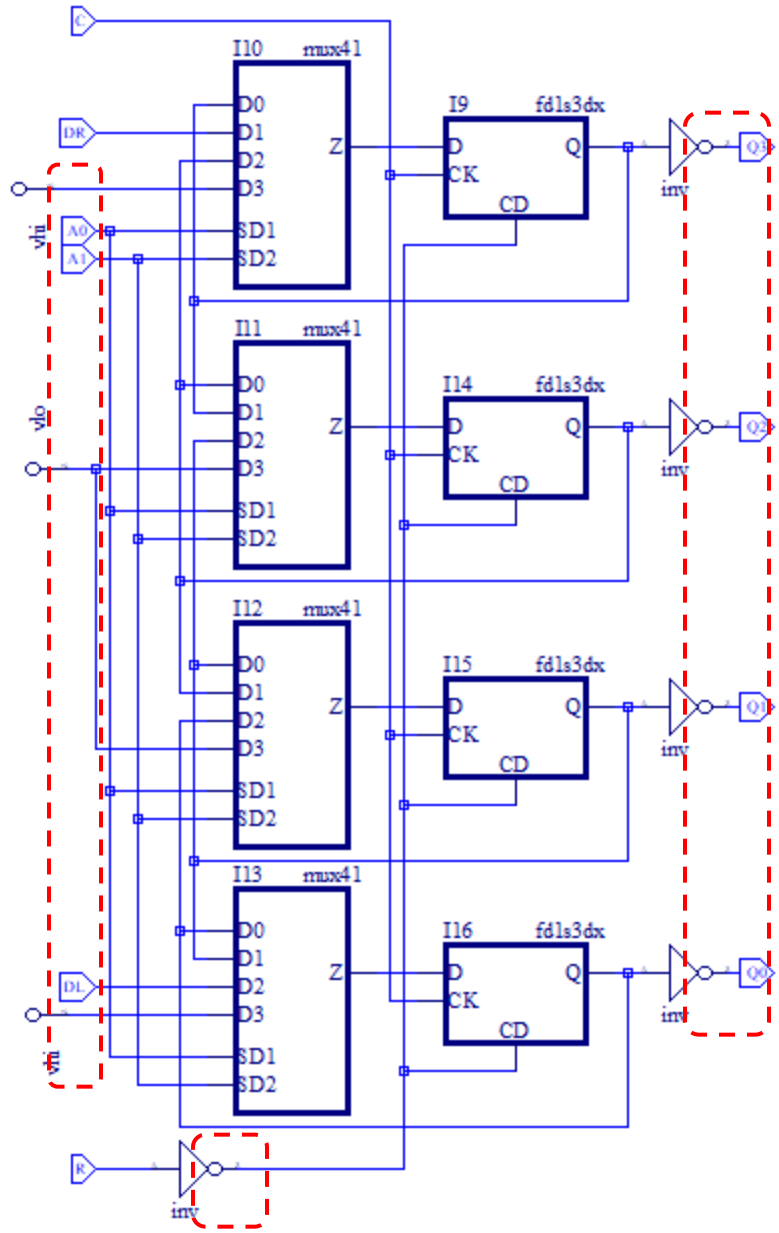

Figure 5: Schematic of the Universal Displacement Register ready for upload to PLIS
- If the triggers are set to zero by a short single-ended signal, an inverter is added to this circuit (Figure 5):